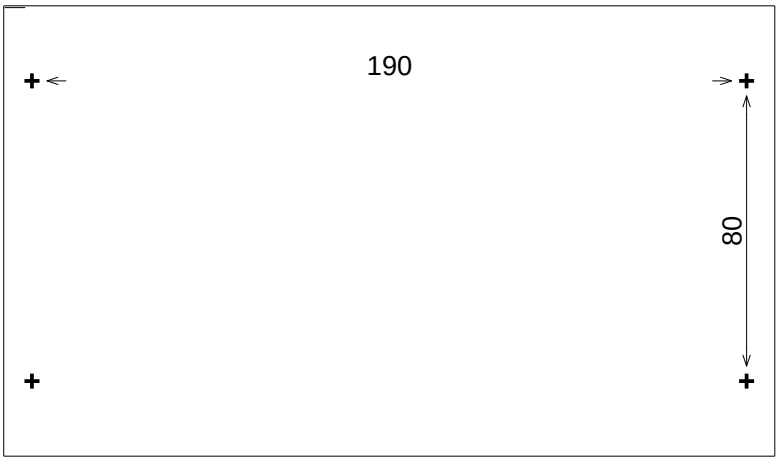

Рисунок 1- Схема разметки для крепежных отверстий УПВК-1У исп.2
6.3.1. Закрепите УПВК-1У исп.2 вблизи от видеокамеры используя схему разметки (рис.1).